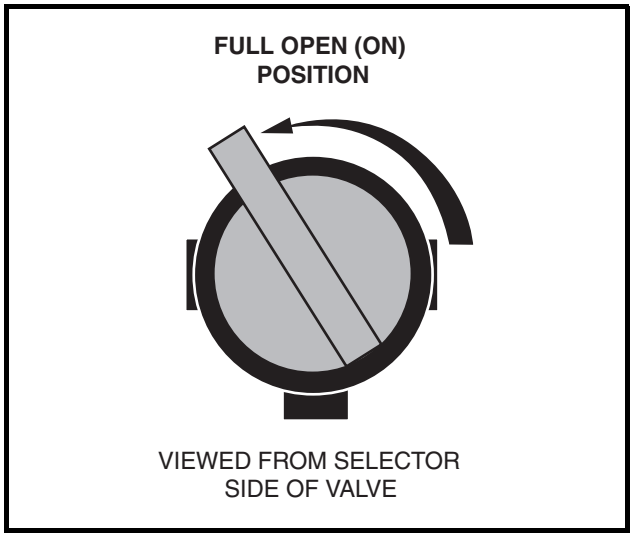
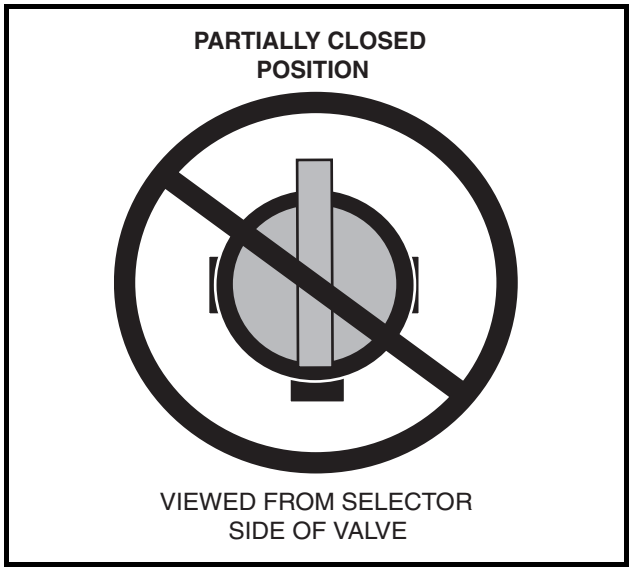

Figure 14-17 Open Fuel Shut-off Valve
Figure 14-18 Incorrect Fuel Shut-off Valve
6. Turn the fuel shut-off valve on top of the fuel tank to the open position **(Figure 14-17, Page 14-27 and Figure 14-18, Page 14-27)**.
11. Check to be sure the fuel shut-off valve on top of the fuel tank is in the open (ON) position **(Figure 14-17, Page 14-27 and Figure 14-18, Page 14-27)**.
The valve's open position differs from standard valve configurations. For the valve to be fully open, it must be turned approximately 120° from the closed (OFF) position (until it cannot be turned any further) **(Figure 14-17, Page 14-27).** If the valve becomes partially closed **(Figure 14-18, Page 14-27)**, the engine will not run properly due to fuel starvation.